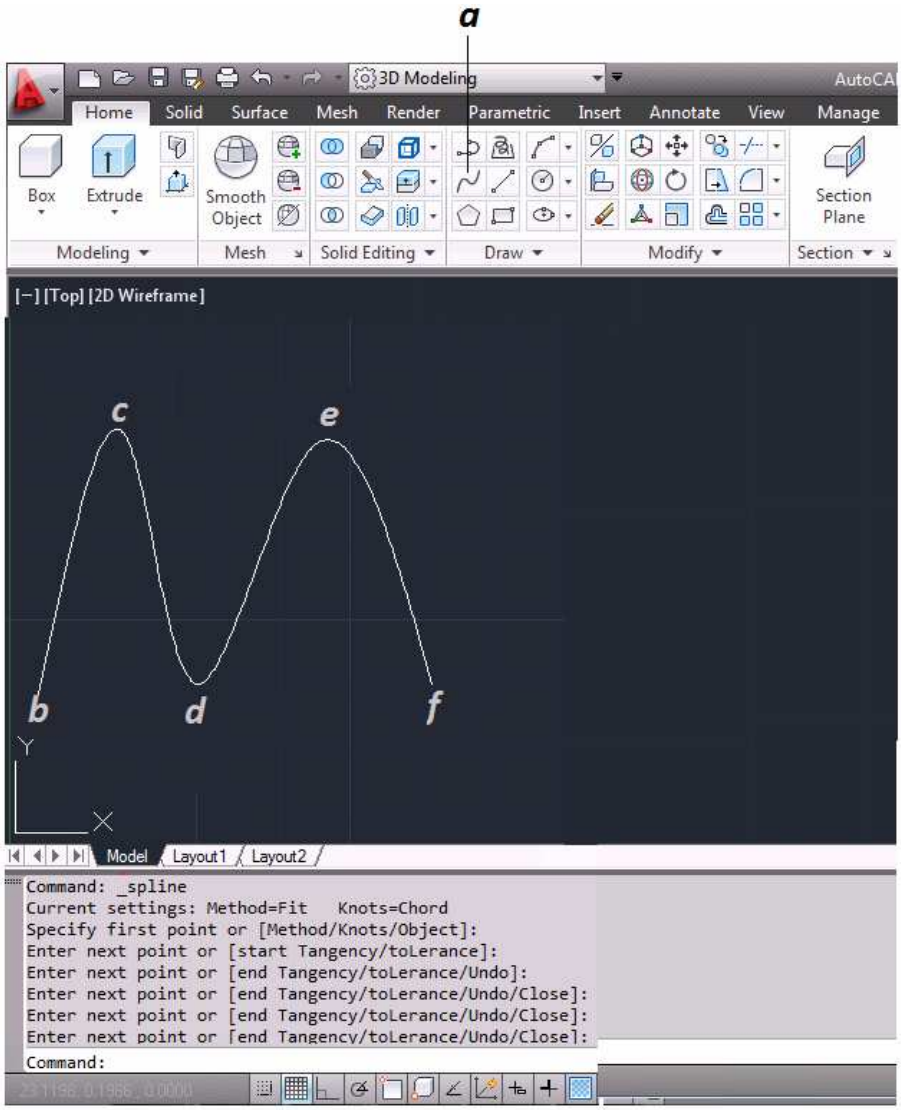

Figura 3.23 Creación de Entidades "Spline"
Con este comando se genera una spline o curva suavizada, la cual pasara por encima o cerca de puntos definidos. Este comando se localiza en la Cinta Dibujar *(figura 3.23)*.
a. Se ingresa el comando SPL y damos enter *(figura 3.23)***.**
b. Se ingresa la 1ª coordenada de la spline *(figura 3.23)*.
c. Se ingresa la 2ª coordenada de la spline *(figura 3.23)*.
d. Se ingresa la 3ª coordenada de la spline *(figura 3.23)*.
e. Se ingresa la 4ª coordenada de la spline *(figura 3.23)*.
f. Se ingresa la 5ª coordenada de la spline *(figura 3.23)*.